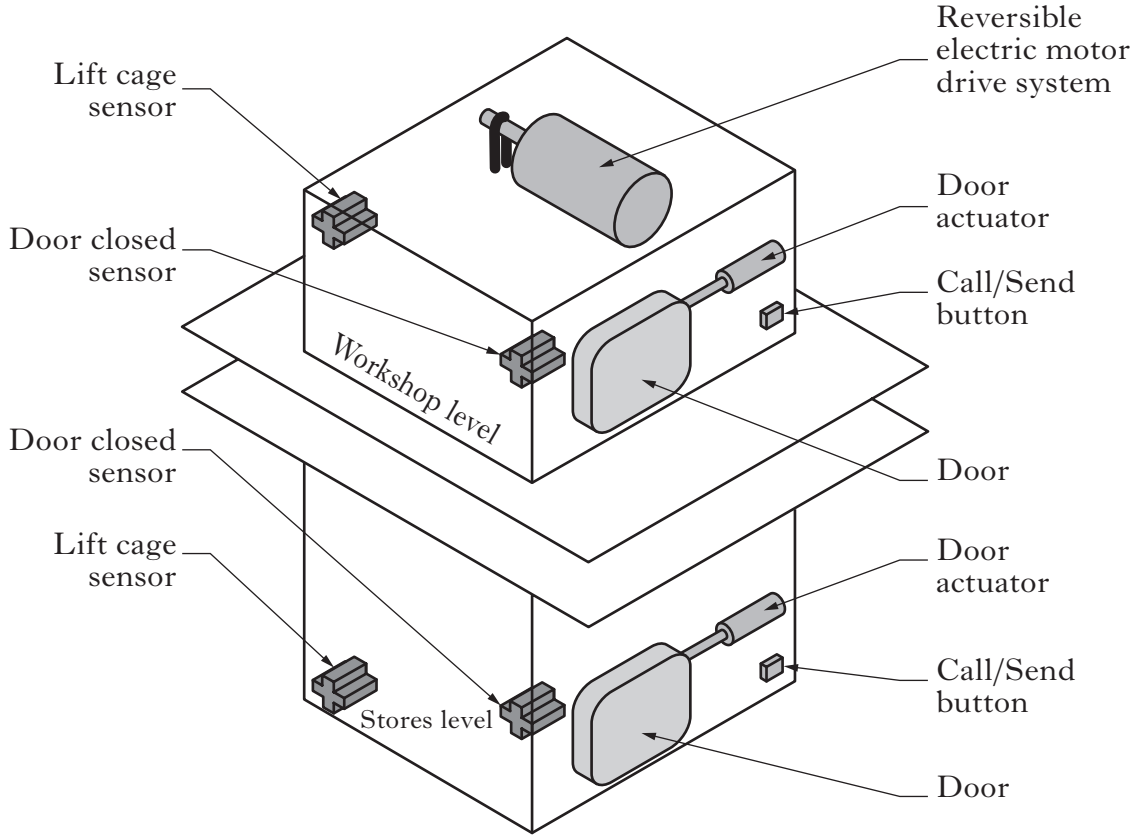

Figure Q11
11. Figure Q11 illustrates a simplified lift system used to transport spare parts in a lift cage between the Stores level and the Workshop level in a maintenance workshop. The system is presently controlled by a microcontroller.